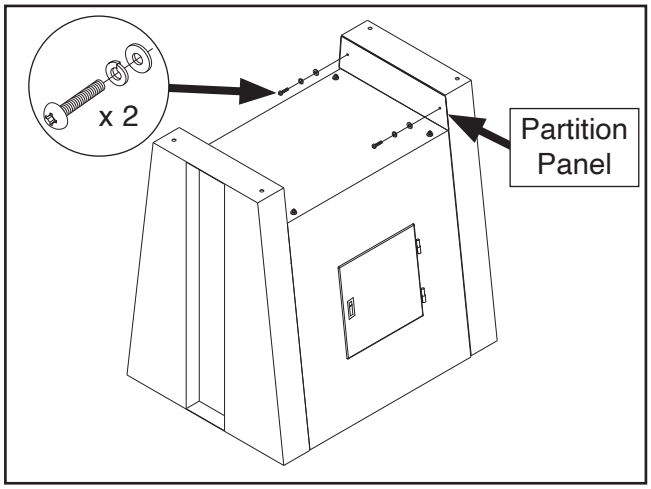

Figure 13. Partition panel attached to right side panel.
9. Attach (1) partition panel to right side panel with (2) M5-.8 x 8 Phillips head screws, 5mm lock washers, and 5mm flat washers (see **Figure 13**).